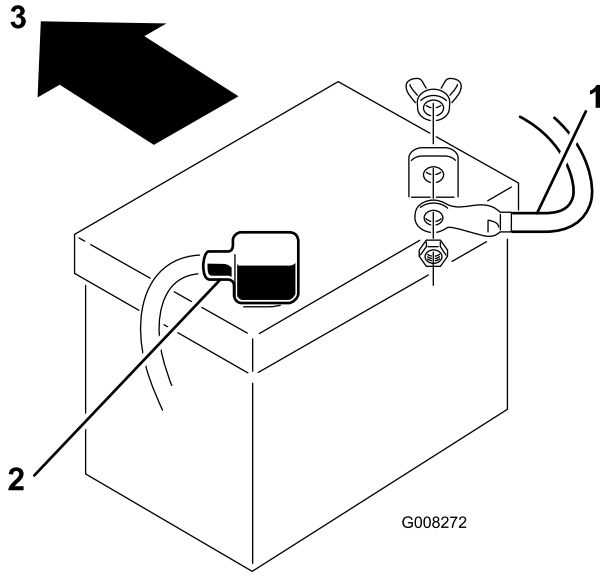

Figuur 30
7. Maak de minkabel (zwart) los van de accupool (Figuur 30).
9. Maak de pluskabel (rood) los van de accupool (Figuur 30).
1. Plaats de accu in het chassis met de accupolen naar de achterzijde van de machine wijzend (Figuur 30).
3. Bevestig de pluskabel (rood) met behulp van de bout en de vleugelmoer aan de pluspool (+) van de accu (Figuur 30). Schuif het rubberen kapje over de accupool heen.
4. Bevestig de minkabel (zwart) met behulp van de bout en de vleugelmoer aan de min (–) pool van de accu (Figuur 30). Schuif het rubberen kapje over de accupool heen.